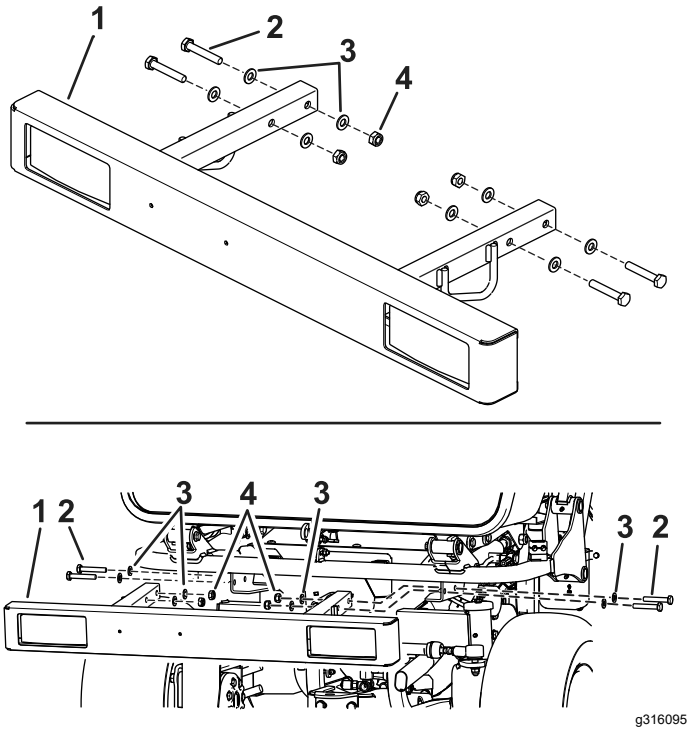

Figura 7
1. Retire las fijaciones del parachoques trasero (Figura 7).
2. Instale el parachoques trasero debajo de la tolva con las fijaciones que retiró anteriormente (Figura 7).